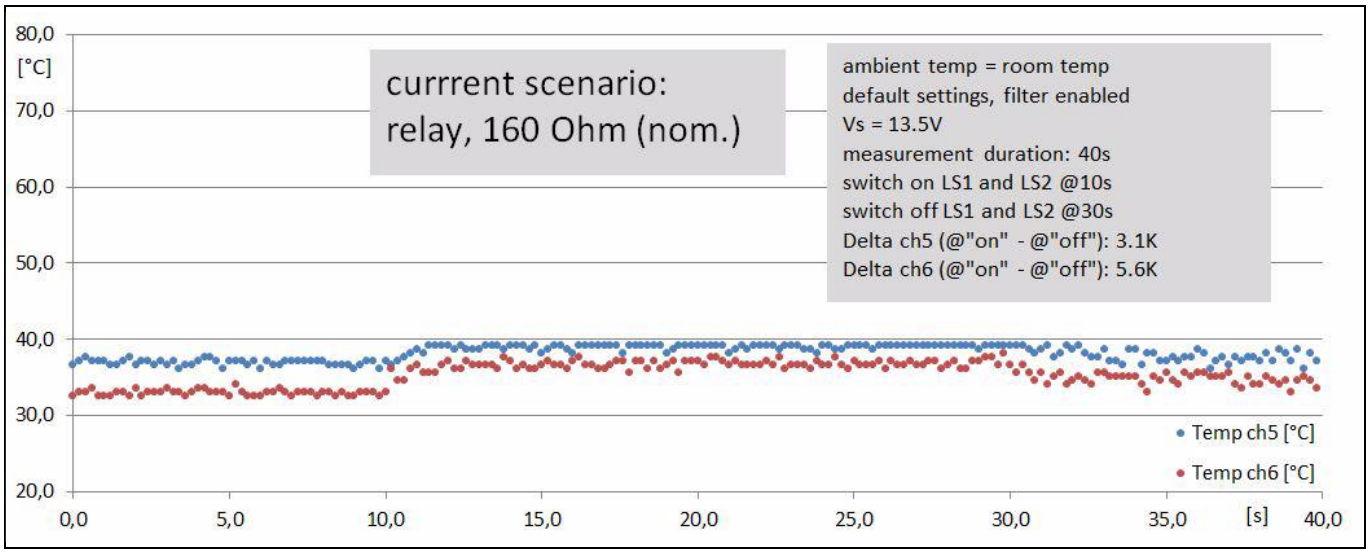

**Figure 3 Low-side current, normal case ($V_S$ = 13.5 V, relay, 160 Ω (nom.))**
- Figure 3: Low-side current, normal case ($V_S$ = 13.5 V, relay, 160 Ω (nom.))
Figure 3 shows the temperature effect of a relay current in normal operating condition. The local heating is <6 K.